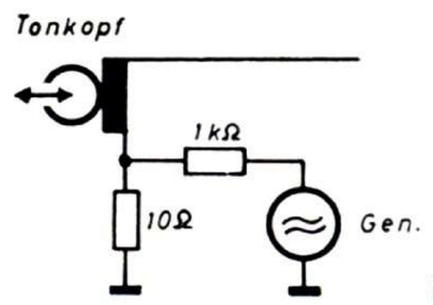

Fig. 17
2. Tongenerator gemäß Abb. 17 anschließen.
2. Connect the audio-frequency generator according to Fig. 17.
2. Brancher le générateur de son (selon figure 17).